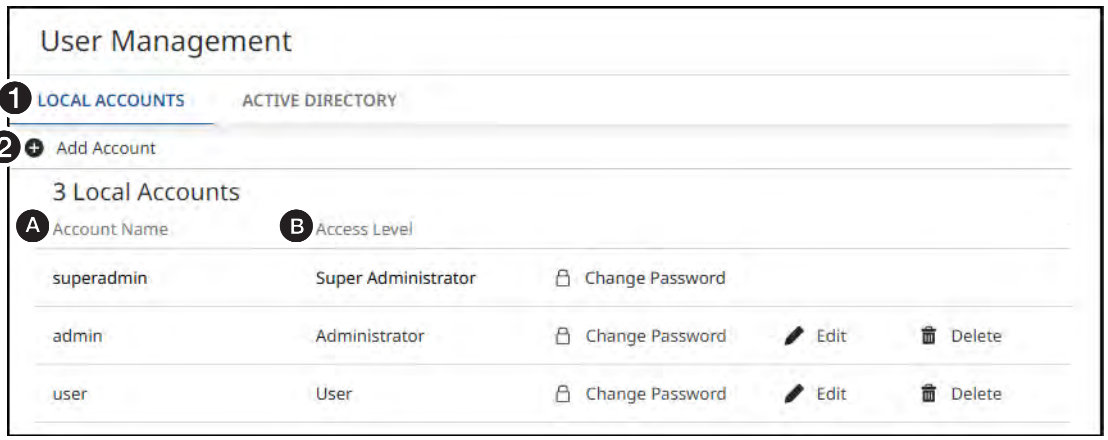
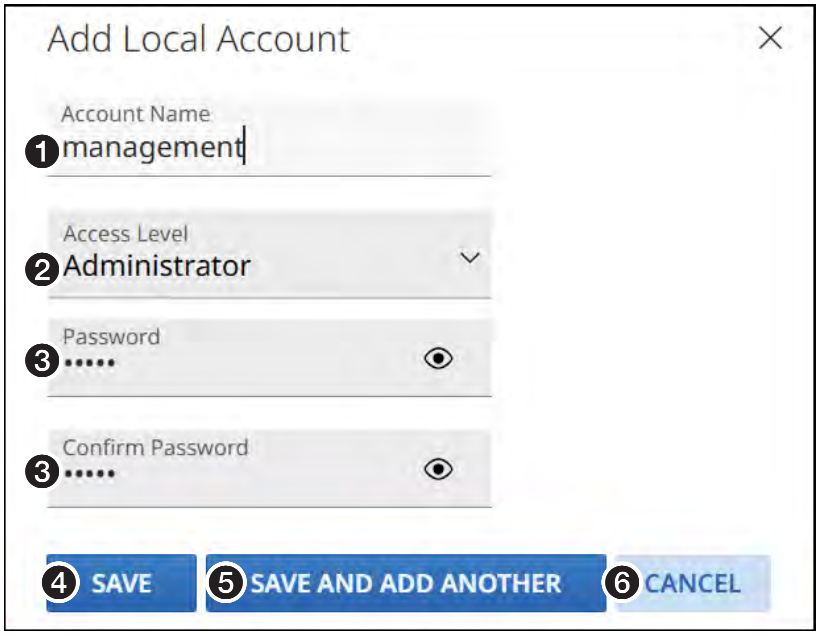

Figure 31. Creating Local Accounts
Figure 32. Add Local Accounts dialog box
1. Access the `User Management` page, with the `LOCAL ACCOUNTS` tab selected (see figure 31, ❶).
- Figure 31 shows three accounts (Ⓐ), `superadmin`, `admin`, and `user`, which are built-in at the factory and have the `Access Levels` (permissions), shown (Ⓑ). You can create up to 10 more local accounts, but locally-created accounts can have only the `Access Level` of `Administrator` or `User` assigned.
2. To add an account, click **`Add Account`** (see figure 31, ❷). The `Add Local Accounts` dialog box opens (see **figure 32**).
3. Click in the **Account Name** field (see figure 32, ❶) and enter a valid name.